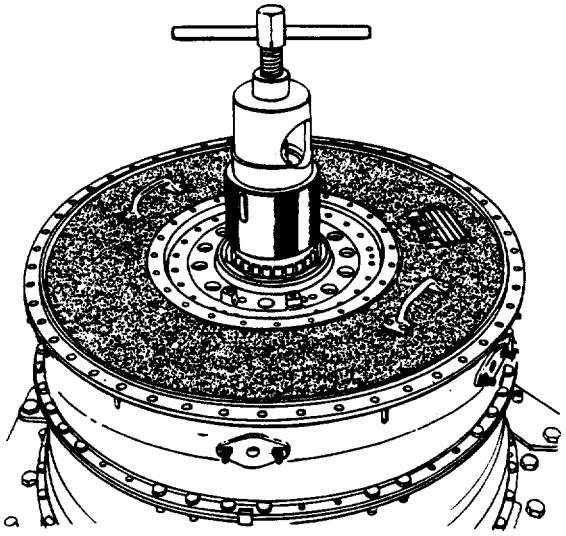

Figure 9. Removing Turbine Front Bearing Inner Race and Rollers Using 6799902 Puller
d. Remove coupling (3) and adapter (4).
e. Remove retaining ring (5) and separate the coupling from the adapter.
f. Remove retaining ring (6) from the adapter.
h. Install 6799902 puller on front bearing support (8). (See figure 9.)